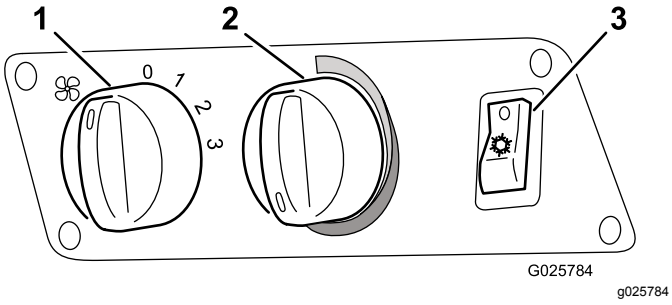

Rysunek 6
2. Załącz przełącznik dmuchawy (Rysunek 6).
3. Załącz przełącznik klimatyzacji (Rysunek 6).
4. Ustaw regulator temperatury (Rysunek 6) w położeniu maksymalnie zimnym (przekręć do oporu w lewo).